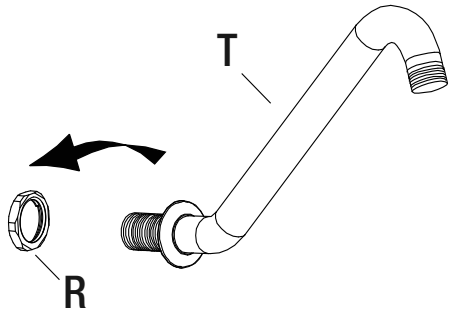

Fig.4
- Remove the nut (R) that is pre-installed in the shower arm (T), see Fig. 4.